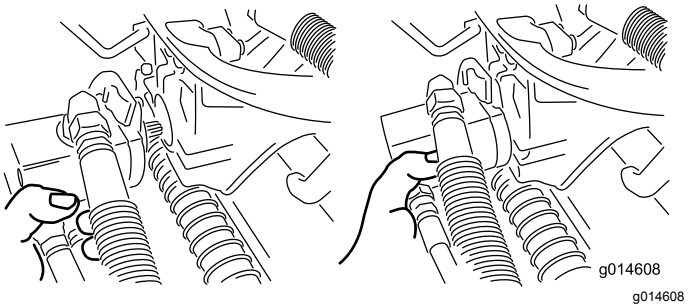

Figur 49
3. Flyt motoren hen i opbevaringspositionen foran på affjedringsarmen (Figur 49).